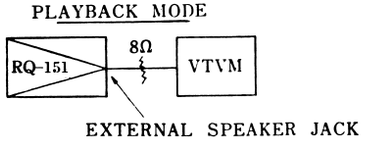

Fig. 12
5. Change connections as shown in fig. 12 (be sure ot connect 8Ω dummy load resistor accross Extension Speaker Jack.